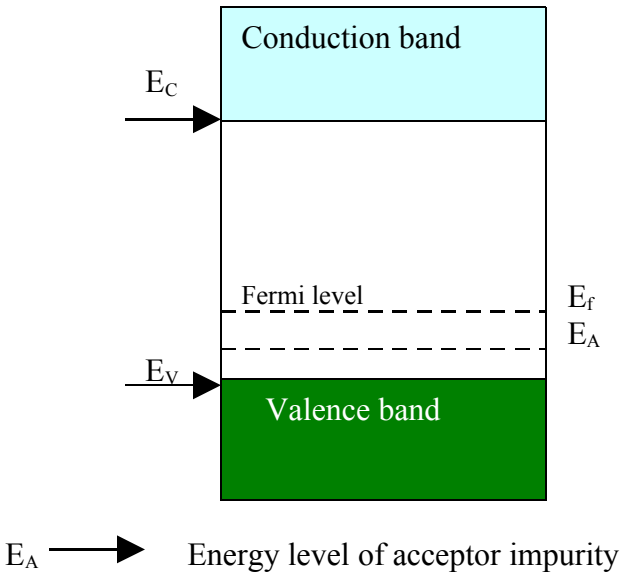

Figure 1.11 (b) Energy level diagram for P-type semiconductor
- The acceptor energy level (E_A) is just above the valence band level as shown in figure 1.11 (b).